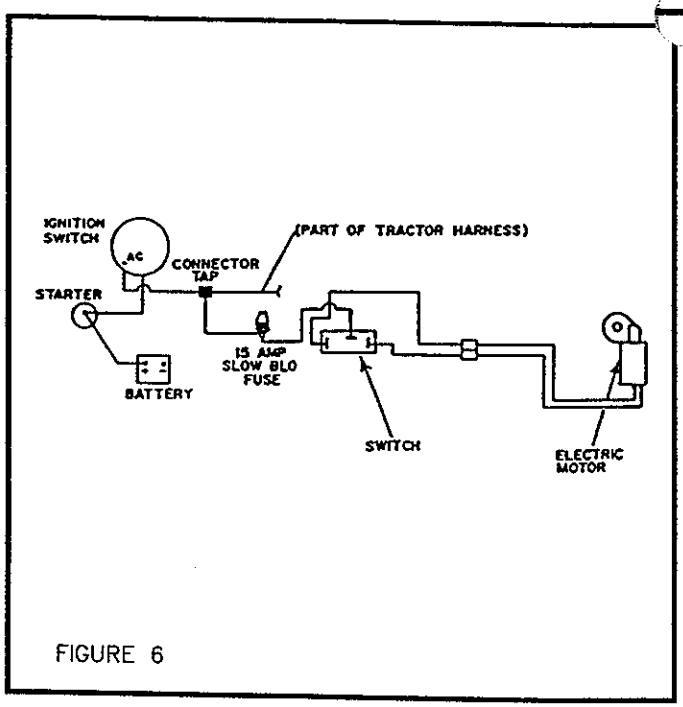

FIGURE 6
e) Solder one 18" wire to the side terminal of fuse holder and the other 18" wire with eyelet to the bottom terminal (see figure 6).
g) Connect one wire from fuse holder to middle terminal of control switch, the other 18" wire to the tractor ignition switch (see figure 6).